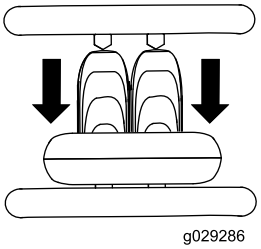

**Rysunek 8**
- Aby jechać do tyłu, ustaw dźwignię sterowania zespołem jezdnym do tyłu (Rysunek 8).